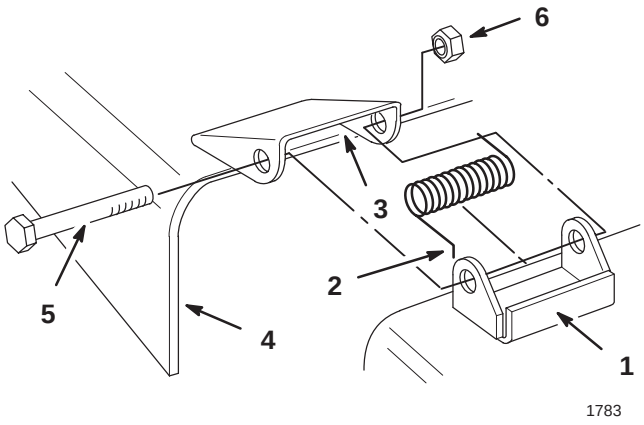

Figure 4
7. Place springs into brackets on mower with hooked ends over raised back (Fig. 4).
8. Align grass deflector with holes in brackets and spring straight ends in space under hinge and above deflector (Fig. 4).
9. Secure deflector to bracket with 3/8–3-1/2 (89 mm) bolts through grass deflector, springs and brackets. Secure with 3/8” lock nuts (Fig. 4).